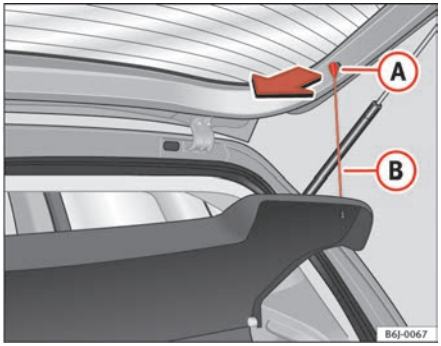

Fig. 85 Stowage tray
– Disengage the loops ⇒ fig. 85 (B) from the retaining pins (A)